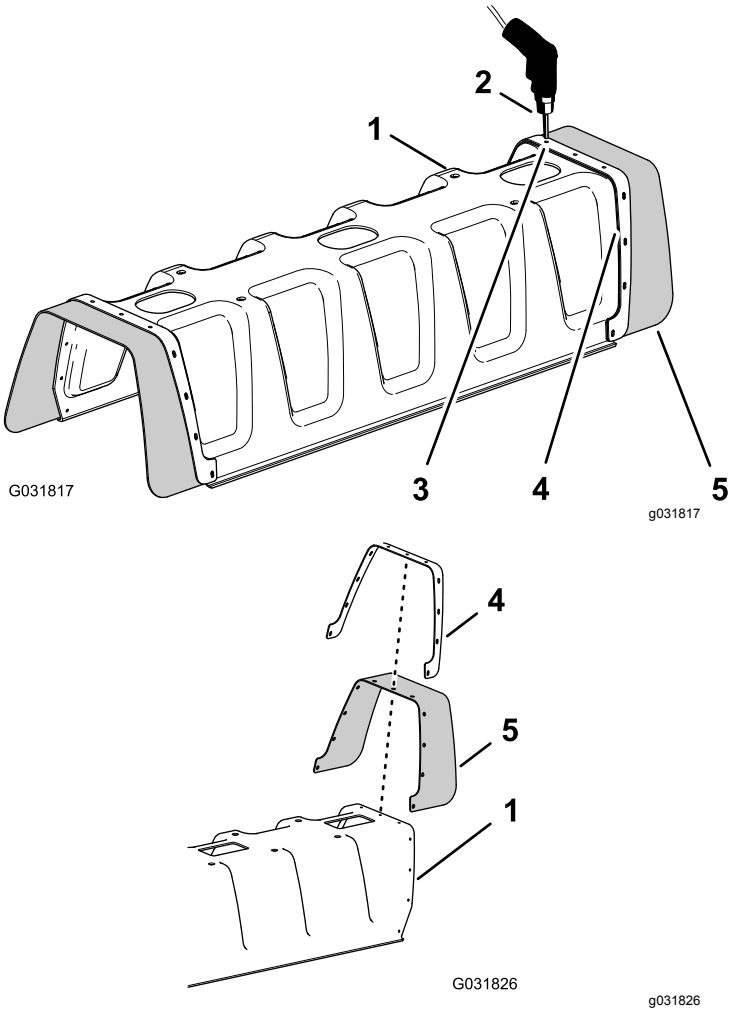

Figur 231
1. Använd en borr med ett 5 mm-borrskär och borra bort de elva popnitarna (Figur 231) som fäster förstärkningsplattan (en rad) och gummikåpan på änden av kåpan till sektionen med elva munstycken för centersprutrampssektionen som du tog bort i steg 2 i 10 Ta bort centersektionskåpan (elva munstycken) på den täckta sprutrampssatsen (tillval) (sida 22).
2. Ta bort förstärkningsplattan, de elva brickorna (3/16 tum) och gummikåpan från kåpan till sprutrampen med elva munstycken (Figur 231).